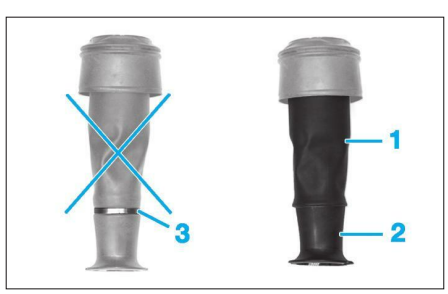

**Fig. 38**
• Enrouler la membrane (1) sur le piston d'enroulement (2) **(Fig.38)**.
*L'anneau (3) doit être caché par la membrane caoutchouc (1).*
*Ne pas mettre en pression le circuit pneumatique de suspension si la membrane (1) n'est pas enroulée sur le piston d'enroulement (2).*